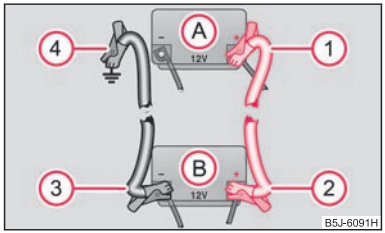

Fig. 153 Jump-starting using the battery from another vehicle: A – flat vehicle battery, B – battery providing current
- Attach one end (1) to the positive terminal ⇒ fig. 153 of the discharged battery (A).
- Attach the other end (2) to the positive terminal of the battery supplying the power (B).